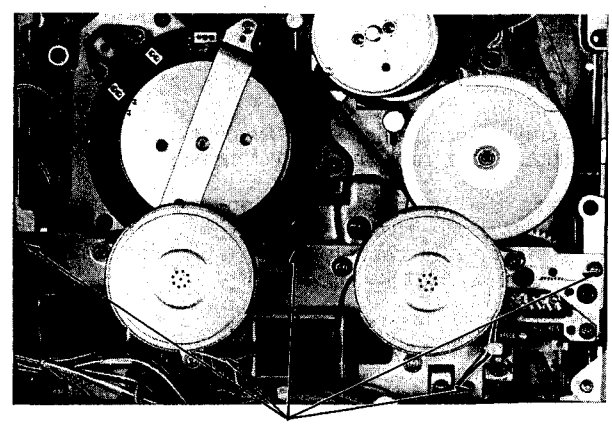
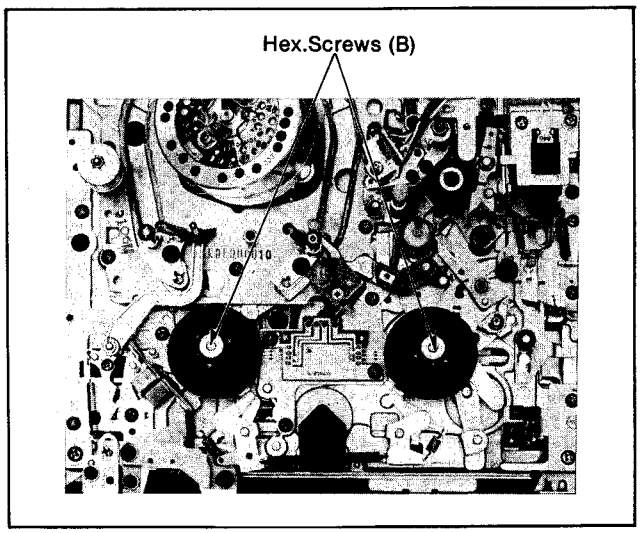

Figure M35 Sub-Chassis
Figure M36 Reel Table
Unscrew the 5 screws (A) (Figure M35) and remove the sub-chassis with Reel motors, fast, loosen the Hex Screws (B) (Figure M36) and remove the reel tables and remove the connectors.